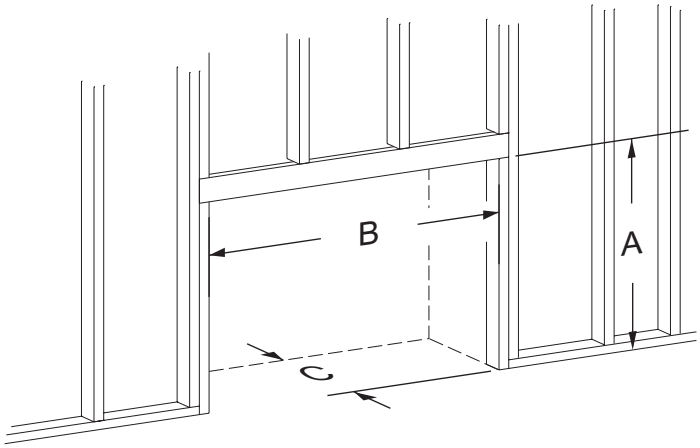

Figure 19 - Rough Opening for Installing in Wall
- Use dimensions shown in **Figure 19** for a conventional rough opening.